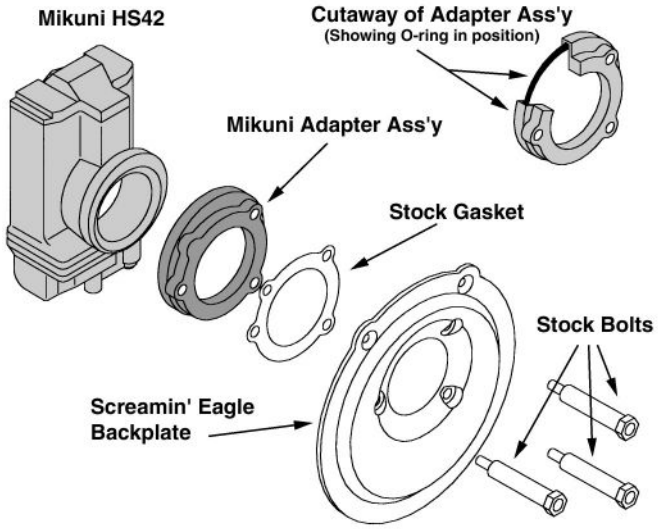

Figure 6
B. The remainder of the Mikuni/Screamin' Eagle installation follows the Harley instructions. We recommend that you follow those directions to complete the air cleaner installation (Figure 6).